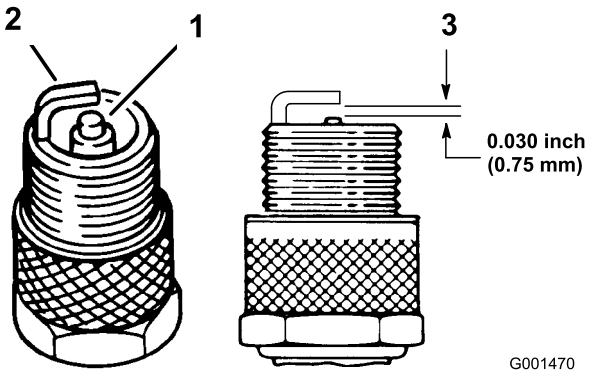

Figur 43
4. Kontrollera att inte sidoelektroden, mittelektroden och mittelektrodsisolatorn är skadade (Figur 43).
5. Kontrollera att luftgapet mellan mitt- och sidoelektroderna är 0,762 mm (Figur 43).